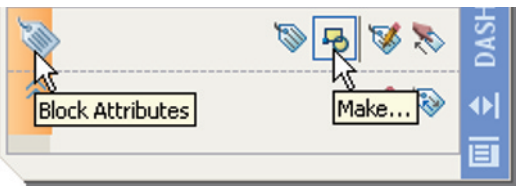
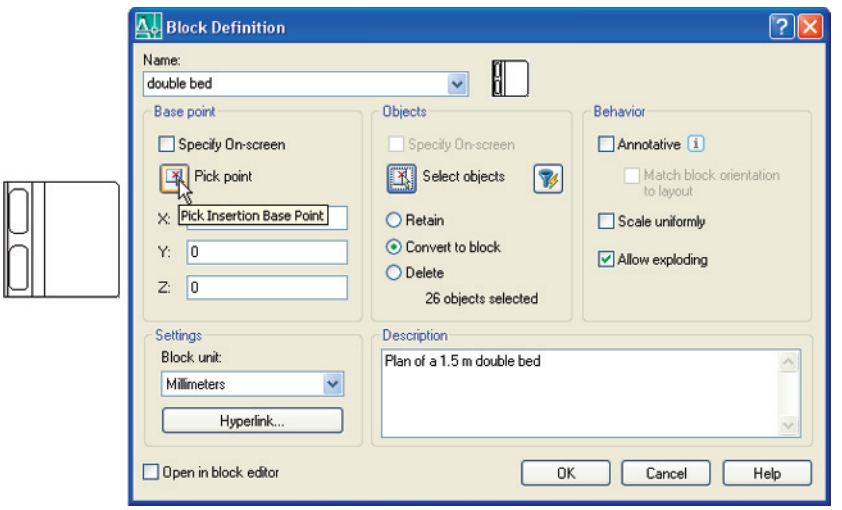

Fig. 9.2 *Click* **Make...** tool icon in the **Block Attributes** control panel
Fig. 9.3 The **Block Definiton** dialog with entries for the **double bed**
First example – Blocks (Fig. 9.3)
2. *Left-click* the **Make...** tool in the **Block Attributes** control panel (Fig. 9.2). The **Block Definition** dialog (Fig. 9.3) appears. To make a block of the **Double bed** symbol drawing: